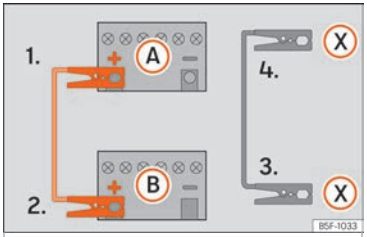

Fig. 50 Schéma de branchement pour les véhicules équipés du système Start-Stop.
4b. *Sur les véhicules avec système Start-Stop :* raccordez une extrémité du câble d'urgence *noir* (X) à une borne de mise à la terre appropriée, à une pièce métallique massive vissée au bloc-moteur, ou au bloc-moteur lui-même ››› fig. 50.
5. Branchez l'autre extrémité du câble de démarrage *noir* (X), dans le véhicule avec la batterie déchargée à une pièce en métal massif vissée au carter-moteur ou directement au carter-moteur mais le plus loin possible de la batterie (A).